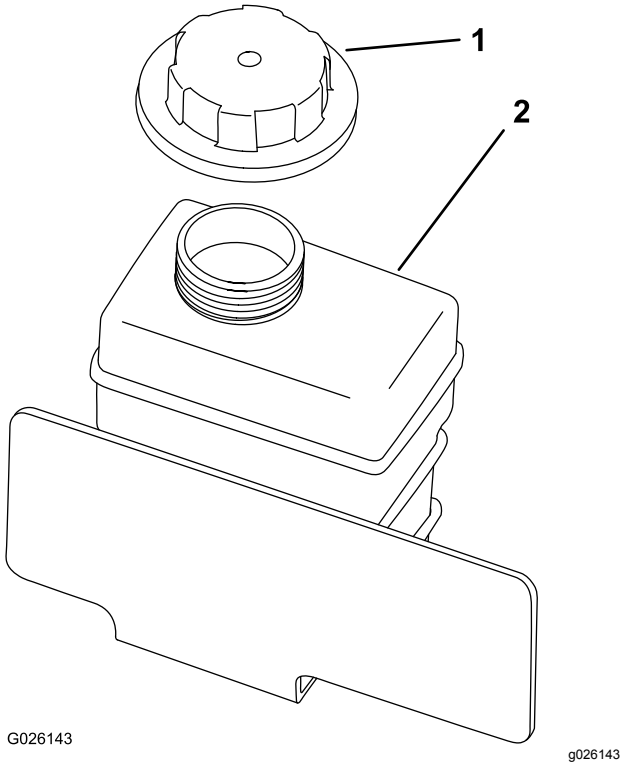

**Figur 71**
8. Fyll langsomt på reservetanken for kjølemiddel til nivået er ved bunnen av påfyllingshalsen (Figur 71).
9. Sett på reservetanklokket (Figur 71).